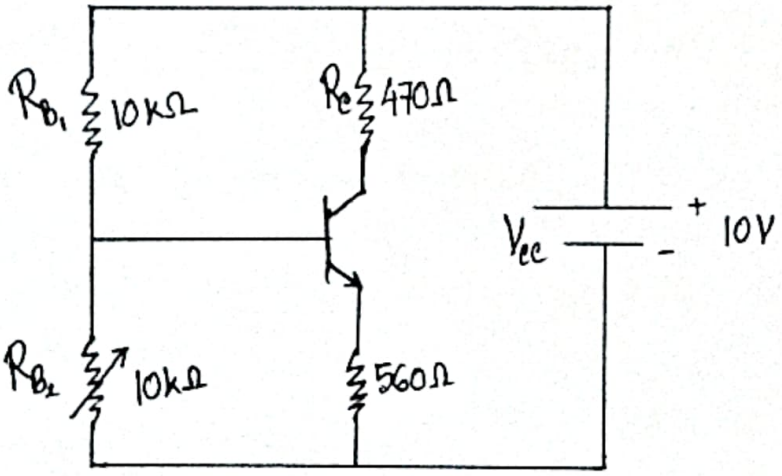

Fig: 9.2: Self Biasing Configuration Circuit
5. Arrange the circuit shown in figure 9.2 by C828. Record R_c & Set R_B to maximum value.